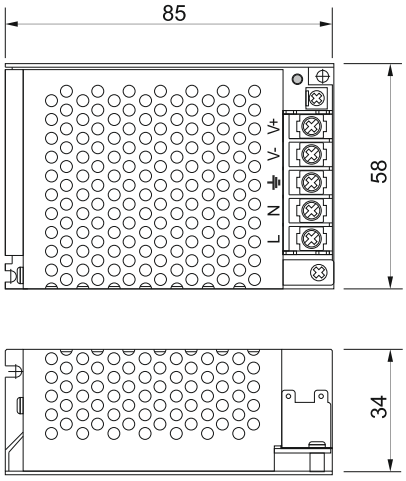

Рис.1
- Размеры источника питания указаны на Рис.1.
- Подключите нагрузку к выходным клеммам источника питания «V+» и «V-» (см. Рис.1). При подключении необходимо строго соблюдать полярность.